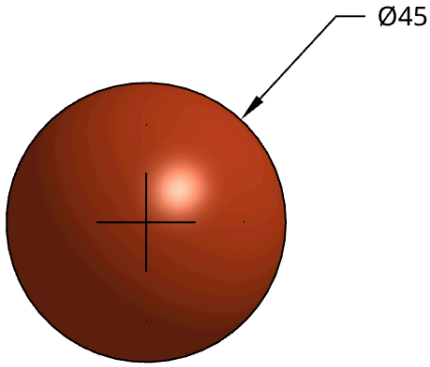

Figure 5: CAD Drawing of a piece of coal. Dimensions are in mm. All dimensions are ± 5 mm.
- ☐ A sample drawing of a piece of coal is shown in Figure 5.